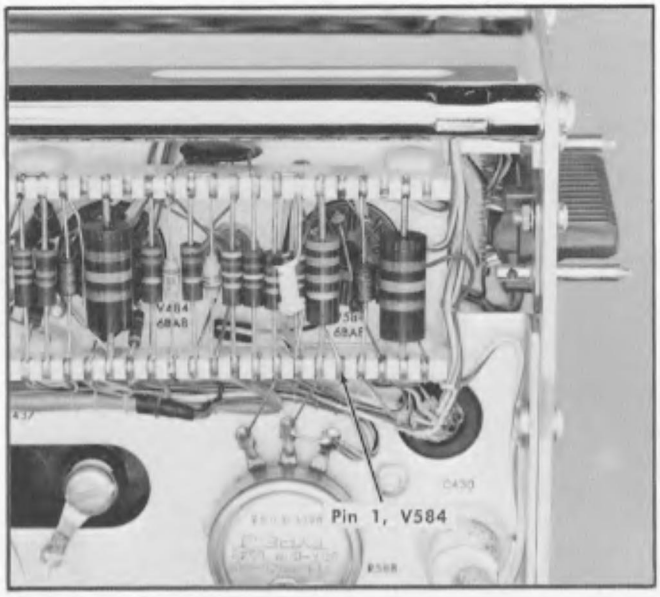

Fig. 6-8. Location of pin 1, V584.
d. Connect the positive voltmeter lead to pin 1, V584. See Fig. 6-8.